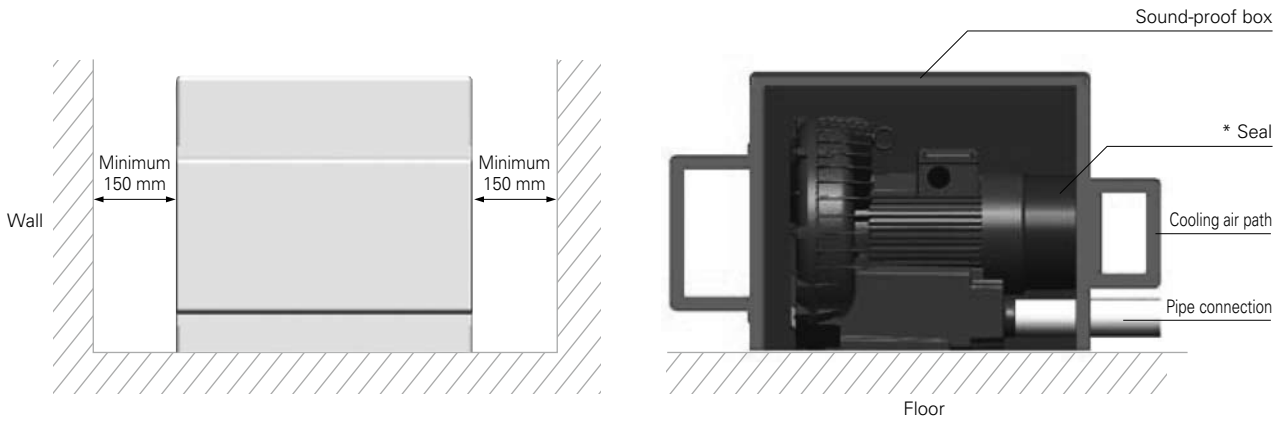

Fig.2 Installation
(1) Ensure that the motor fan cover is properly sealed onto the cooling air opening location at * in Fig.2.
(2) Always fit pipe connections to the ring blower intake and outlet to connect through the sound-proof box.
(3) Ensure that there are no obstructions to cooling air (e.g. walls) within 150mm of the cooling air opening (intake, exhaust) silencer. See Fig.2.
(4) Ensure that the location at * in Fig.2 does not come off, allowing the sound-proof box to move.
(5) Fit a pipe silencer as well if necessary.